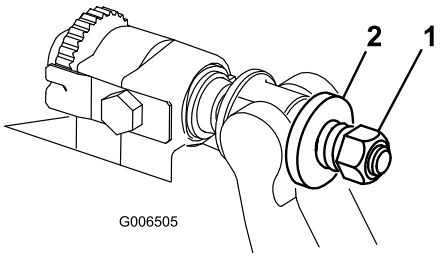

Figur 28
3. Tilspænd fjederspændingsmøtrikken, indtil fjederen er trykket sammen, skru derefter igen møtrikken ud med en halv omgang (Figur 28)..